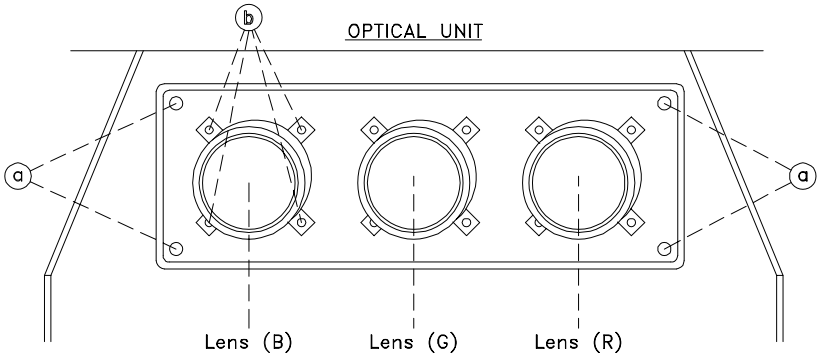

Figure 5-1
5. Remove 4 hex-screws "a" retaining the Optical Unit. [Figure 5-1]
3. Install the Lens that was removed in steps 5 and 6 of Removal Of The CRT. [Figures 5-1 and 5-2]
b) Install the mounting screws. [Figure 5-1]